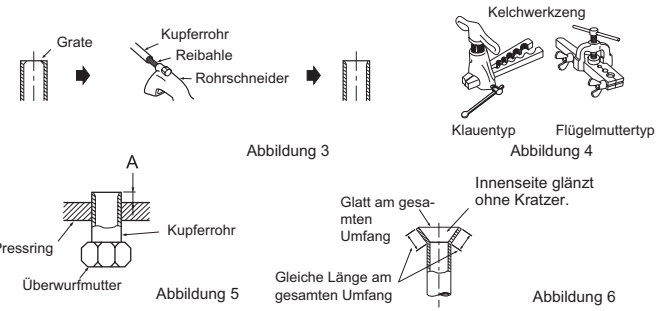

Abbildung 3 Abbildung 4 Abbildung 5 Abbildung 6
- Achten Sie bitte beim Anschließen des Ablaufschlauchs an das Hart-PVC-Rohr darauf, den Schlauch fest und sicher in das Rohr einzusetzen. (Abbildung 3)
4) Bringen Sie die Ablasskappe in dem Bereich an der Rückseite des Innengerätes an, an dem der Ablaufschlauch angeschlossen werden soll. (Abbildung 3)
2) Entfernen Sie sorgfältig alle Grate vom abgeschnittenen Rohrquerschnitt. (Abbildung 3)